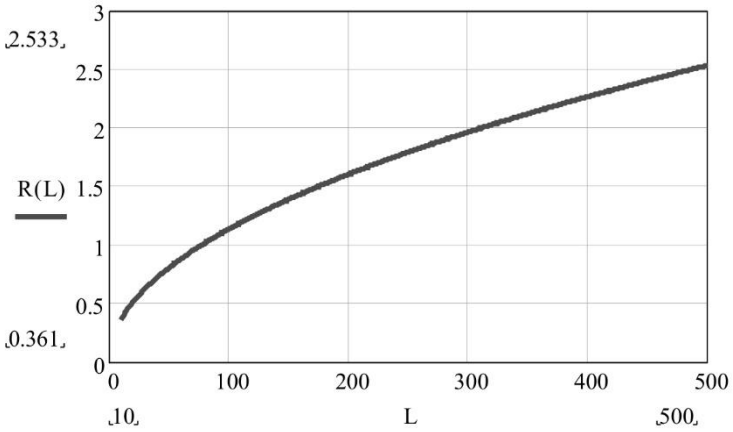

Рис. 4.3
4.4 Максимальная ширина ЧЗ на открытом участке зависит от расстояния между БПРД и БПРМ, определяется как ***2×R(L)*** по ориентировочному графику (см. рис. 4.3) при L равном расстоянию между БПРД и БПРМ. Ширина ЧЗ на конкретном отрезке определяется по тому же графику, но при L равном удвоенному расстоянию до ближайшего блока.
Примечания: 1) ширина ЧЗ увеличивается к середине и уменьшается при приближении к блокам; 2) ширина ЗО зависит от ориентации БПРД и БПРМ, расстояния до отражающих предметов (заграждений, стен зданий и т. п.) и установленных порогов и может быть как меньше, так и больше приведенной на рис. 4.3.;